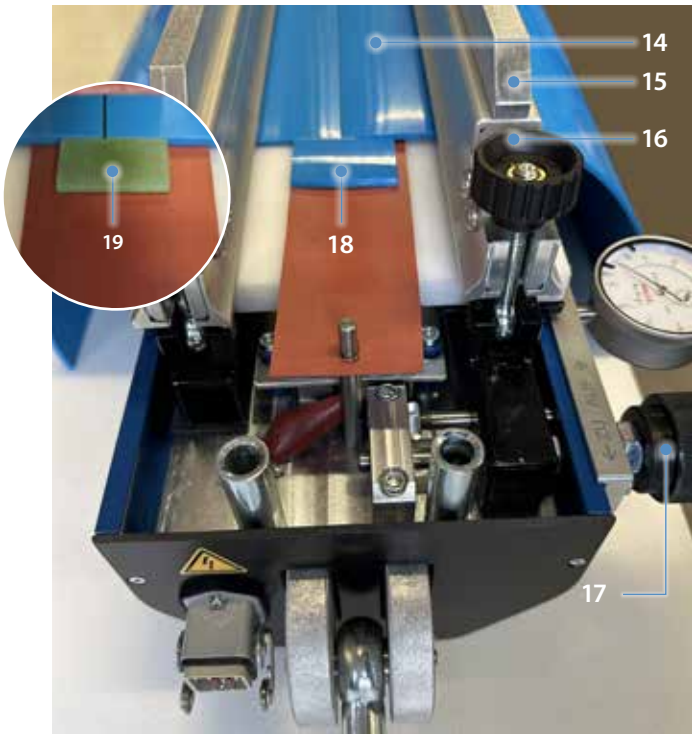

Abb. 4.2.6
- Beilegeplättchen (siehe Abb. 4.2.6).
14. Zweites Bandende (14) stirnseitig mit leichtem Druck zum ersten Bandende positionieren und Bandhalterung (15) mittels Rändelschrauben (16) auf beiden Seiten gleichmäßig festdrehen. (Abb. 4.2.6)
15. Bandmaterial mittels der Band-Zustellschrauben (17) nach Bedarf stauchen (nur bei FLT-Bandmaterial). Eine Umdrehung entspricht 1 mm Stauchung. Die Zustellung muß auf beiden Seiten gleich sein und kann an der Messuhr exakt abgelesen werden. (Abb. 4.2.6)
16. Bandstück (18) oder Beilegeplättchen (19) auf beiden Seiten des Verbindungsbereiches anlegen. Beilegeplättchen müssen 0,1 mm dünner sein als das Bandmaterial. Sie verhindern das seitliche Austreten des geschmolzenen Materials. (Abb. 4.2.6)